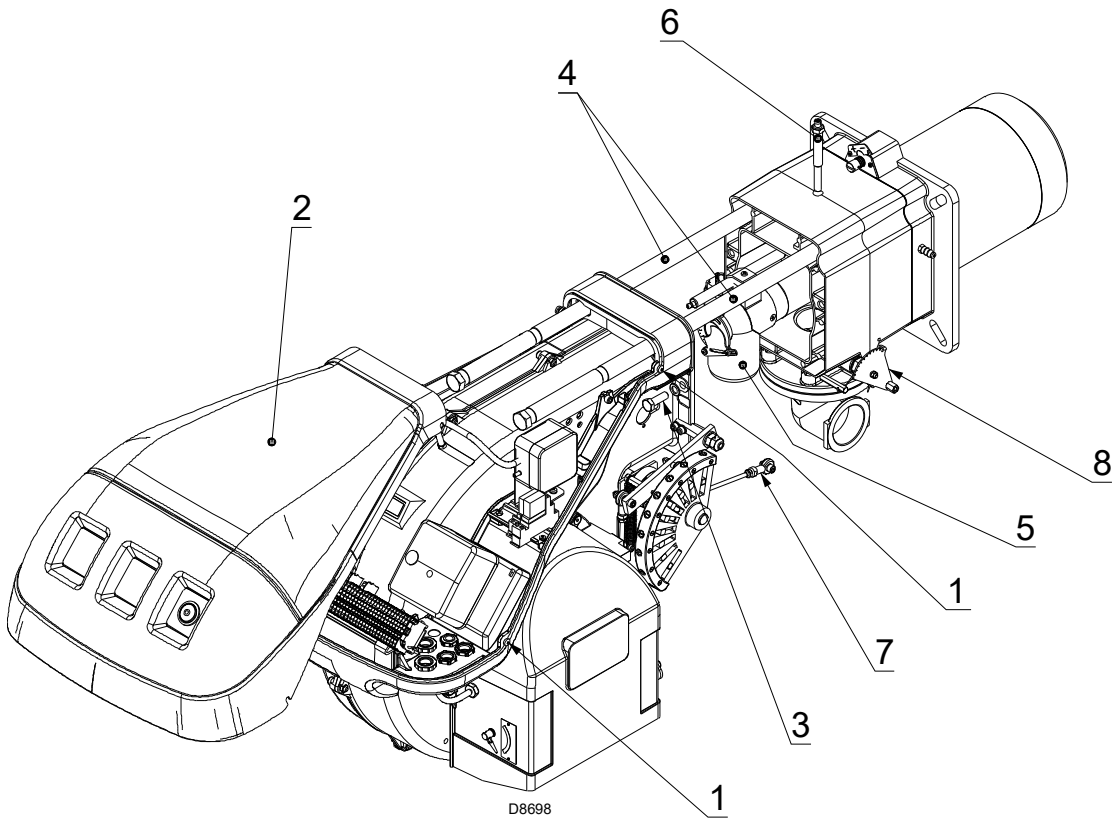

Afb. 39
- ➤ Draai de schroeven 1) los en verwijder de kap 2)(Afb. 39);
- ➤ maak het scharnierpunt 7) los van de gegradueerde sector 8)(Afb. 39);
Op dit punt is het mogelijk de gasverdeler 5) te verwijderen, na de schroef 6) (Afb. 39) te hebben weggehaald.
- ➤ plaats de schroeven 3)(Afb. 39) opnieuw en trek de sonde- en elektrodekabels zachtjes naar buiten totdat deze lichtjes gespannen zijn;
- ➤ maak het scharnierpunt 7) weer vast op de gegradueerde sector 8)(Afb. 39);
- ➤ demonteer de twee verlengstukken van de geleiders 4)(Afb. 39).